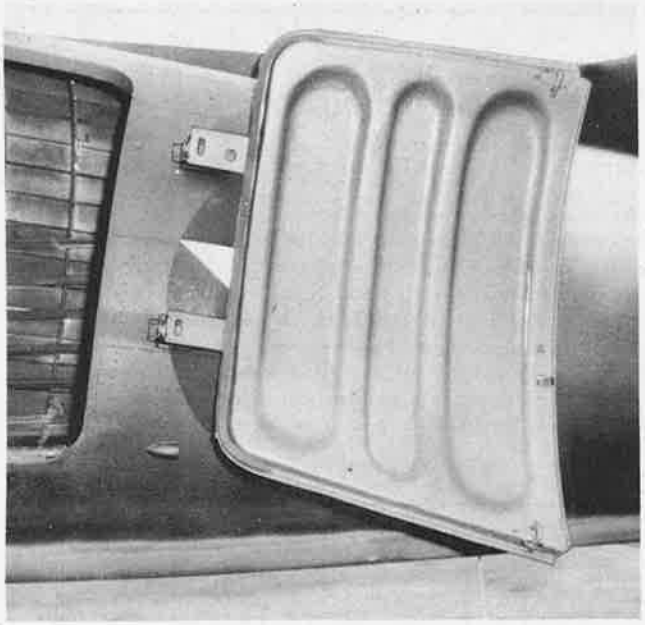

Figure 610—Aft Cargo Door Showing Redesigned Hinge
(1) DESCRIPTION.—The usable fuselage width in the main cargo compartment is 79 inches. The main cargo compartment floor area is approximately 213 square feet, giving a cubic capacity of 1,227 cubic feet. Loading is accomplished through double cargo loading doors which are divided in the middle and swing out. The doors may be secured against the side of the fuselage, out of the way when loading. Cargo doors may be easily removed from their hinges when loading heavy equipment. In some airplanes of this model, the aft cargo door hinges have been so redesigned that it is not necessary to remove the door when loading. (See figure 610.) The forward cargo door is equipped with an emergency release which pulls the hinge pins should it ever be necessary to remove the door. The emergency release is a small metal handle, painted red, located just above the lower hinge of the forward door and attached to the forward door jamb. The handle operates as a direct lever in pulling the lower hinge pin and a short cable attaches to another lever which pulls the upper hinge pin at the same time. To operate, push down on the red handle. The doors are roughly 6 feet high at the forward edge, 7 feet wide, and 5 feet high at the aft edge. A paratroop exit door, approximately 5½ by 2½ feet, is located in the forward half of the double cargo loading door and may be opened for exit of paratroops by turning the handles located near the top of the exit door. The airplane may be loaded with cargo not exceeding specified limits. (See Handbook of Weight and Balance Data, AN 01-1B-40, in the airplane.) The following are suggested typical military loads: